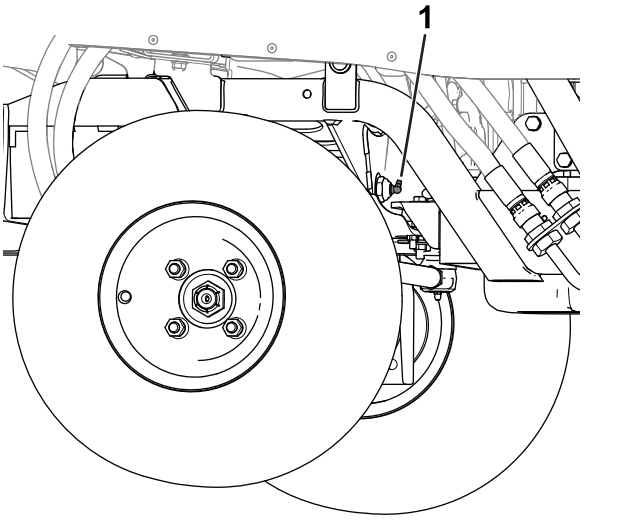

Figure 49
- Axe de pivot d'essieu (Figure 49)